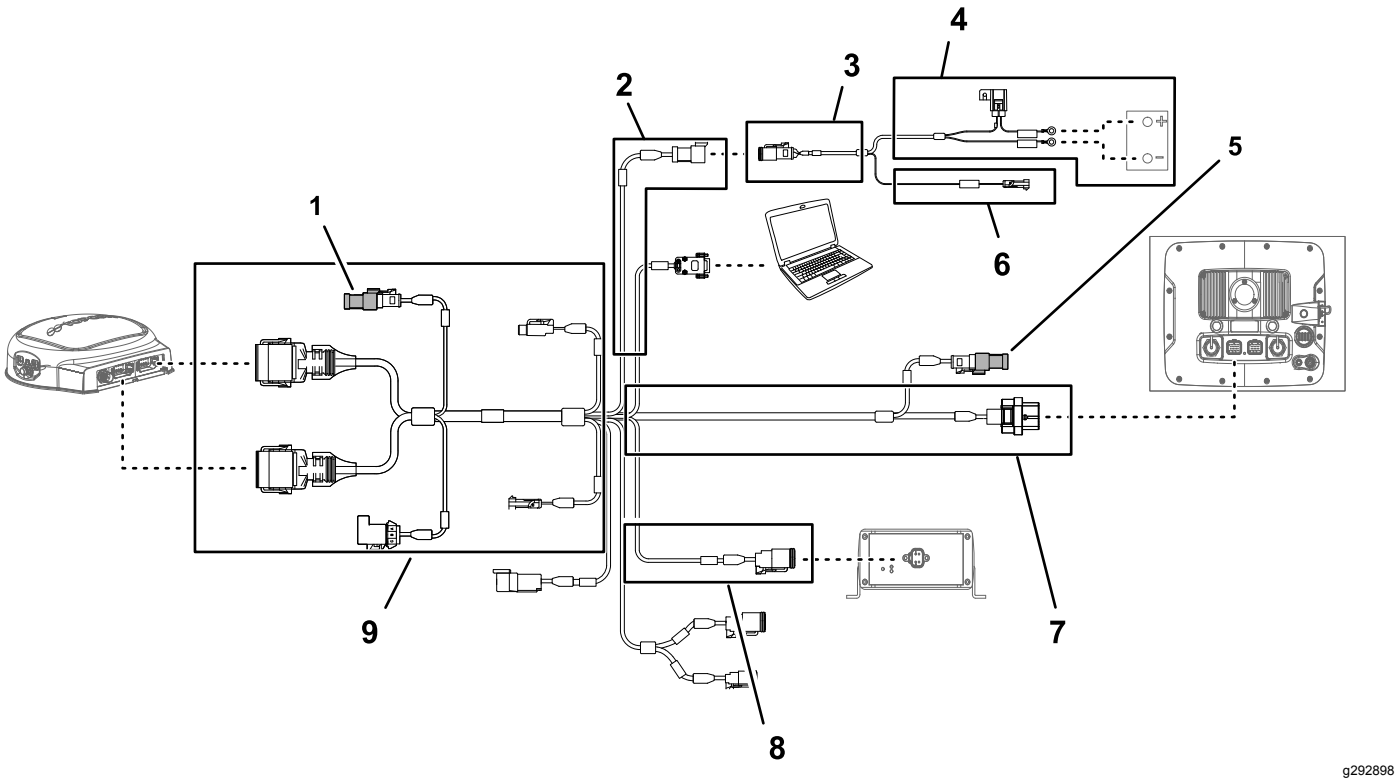
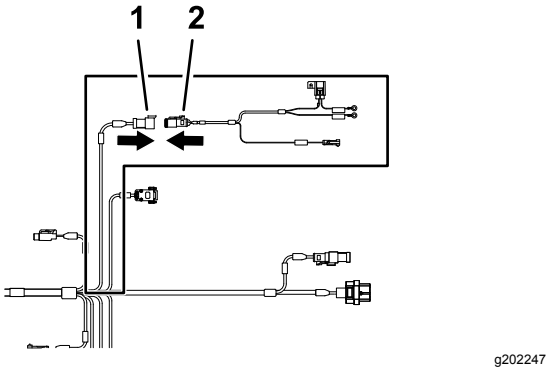

Figur 162
Figur 163
1. Hvis den ikke er installert, setter du resistorkoblingen i den elektriske kontakten på den 390 cm lange forgreningen til dataledningssatsen for navigasjonsmottakeren (Figur 162).
2. Hvis den ikke er installert, setter du resistorkoblingen i den elektriske kontakten på den 220 cm lange forgreningen til dataledningssatsen for spredermonitoren (Figur 162).
3. Koble kontakten med tre sokler (grensesnitt for elektrisk strøm) i navigasjonssystemets elektriske ledningssats til kontakten med tre pinner (grensesnitt for elektrisk strøm) i dataledningssatsen (Figur 162 og Figur 163).